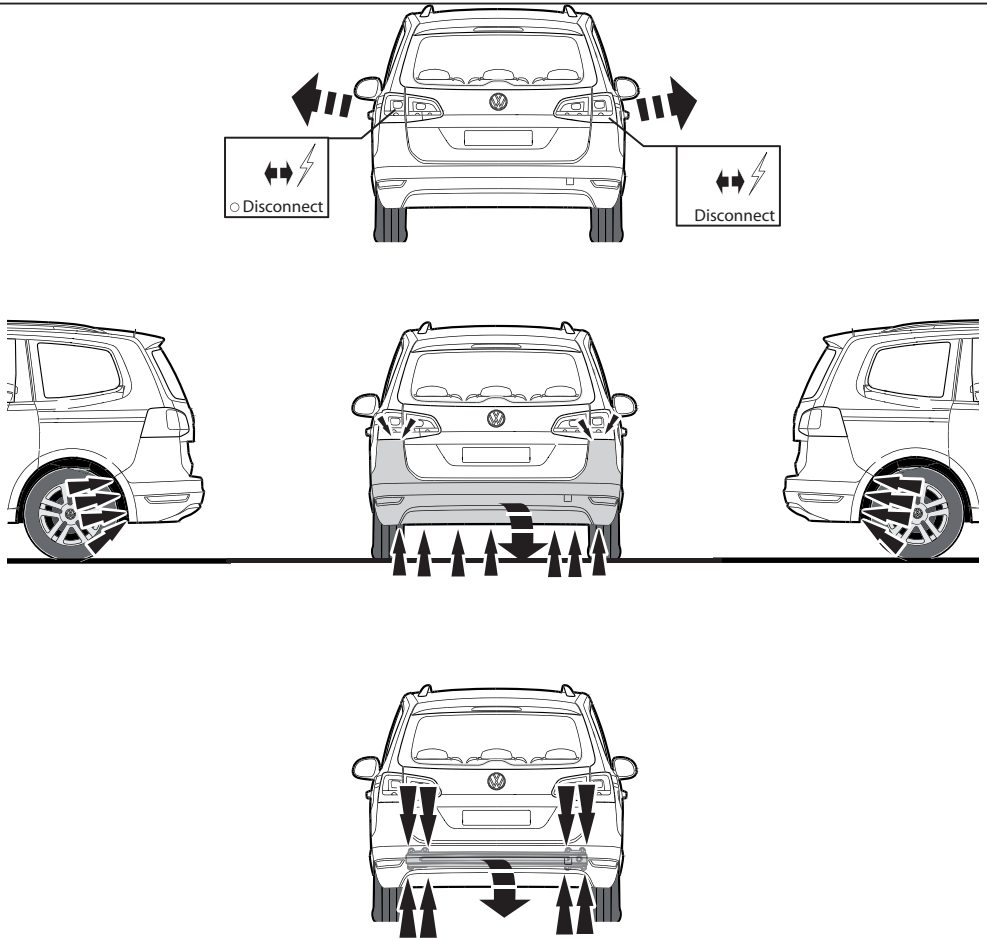

Fig.1
1. Снять бампер вместе со стальным буферным брусом автомобиля; буферный брус больше не понадобится. Поставить болты на место. См. рисунок 1.